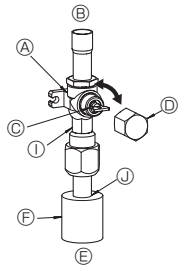
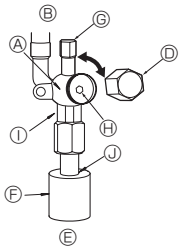

Fig. 4-6
Fig. 4-7
(1) Lato gas (Fig. 4-6)
① Rimuovere il cappuccio, tirare la maniglia verso di sé e ruotare di 1/4 di giro in senso antiorario per aprire.
② Assicurarsi che la valvola d'arresto sia completamente aperta, spingere in dentro la maniglia e riportare il cappuccio alla posizione originale.
(2) Lato liquido (Fig. 4-7)
① Togliere il cappuccio e girare fino a quando è possibile l'asta della valvola in senso antiorario utilizzando una chiave esagonale du 4 mm. Smettere di girare quando si urta l'otturatore.